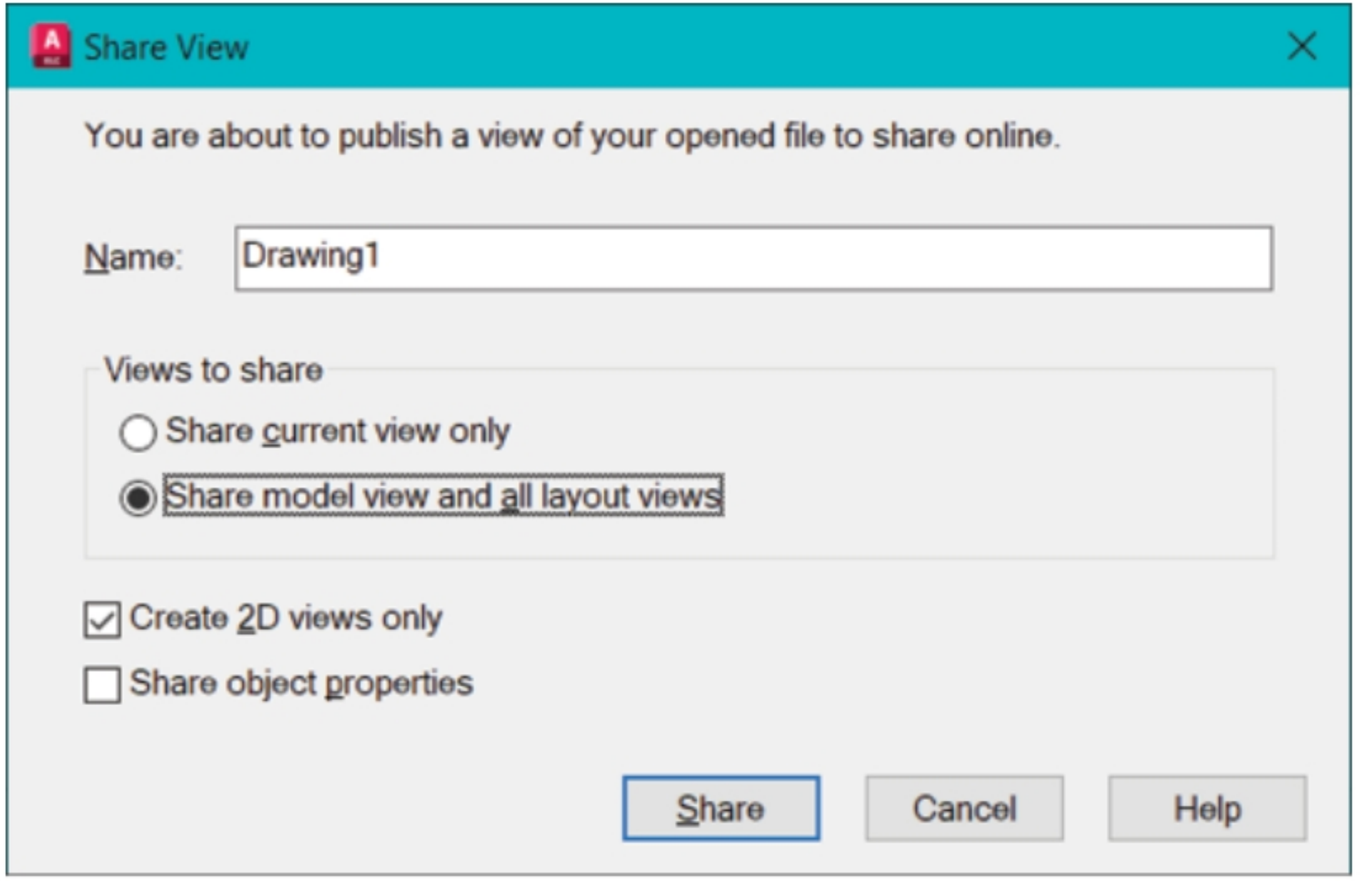
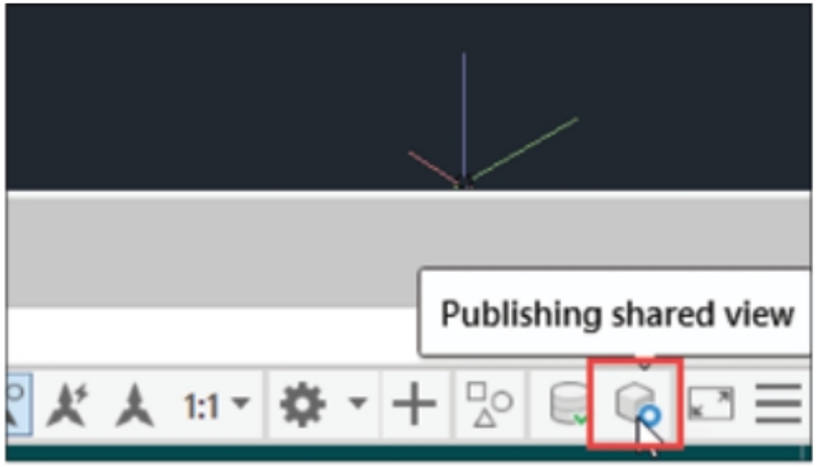

Figure-51. Share View dialog box
Figure-52. Indication of running process
- The **Share View** option is used to share the current view or model & layout views of the opened file online. Click on this option from the **Publish** cascading menu. The **Share View** dialog box will be displayed; refer to Figure-51. Set desired options in the dialog box and click on the **Share** button. A message box will be displaying informing you about running background process of sharing. Click on the **Proceed** button. The indication of running process will be displayed at the bottom right corner of application window; refer to Figure-52. Once the process is complete, click on the **View in Browser** link button from message box display at the bottom right corner of application window. The views will open in default browser. You can copy the link from browser and share it with your colleagues or clients.